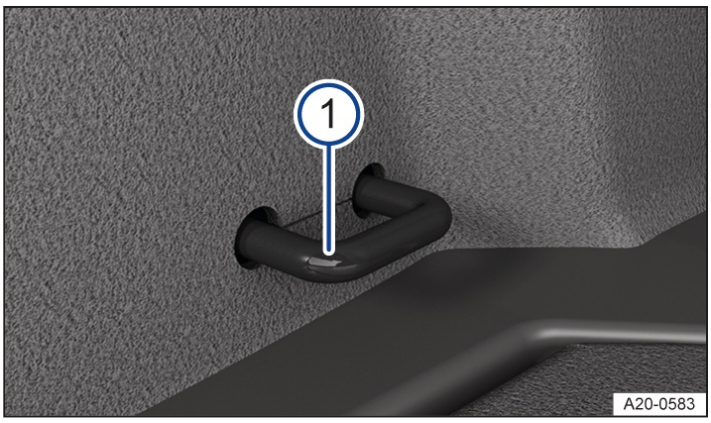

Fig. 1 In the luggage compartment: rigid tie-down (general example).
In the luggage compartment, there are rigid tie-downs → *fig. 1* (1) or fold-out tie-downs → *fig. 2* (arrow) for securing loose items and luggage with lashing, fastening or tensioning straps.